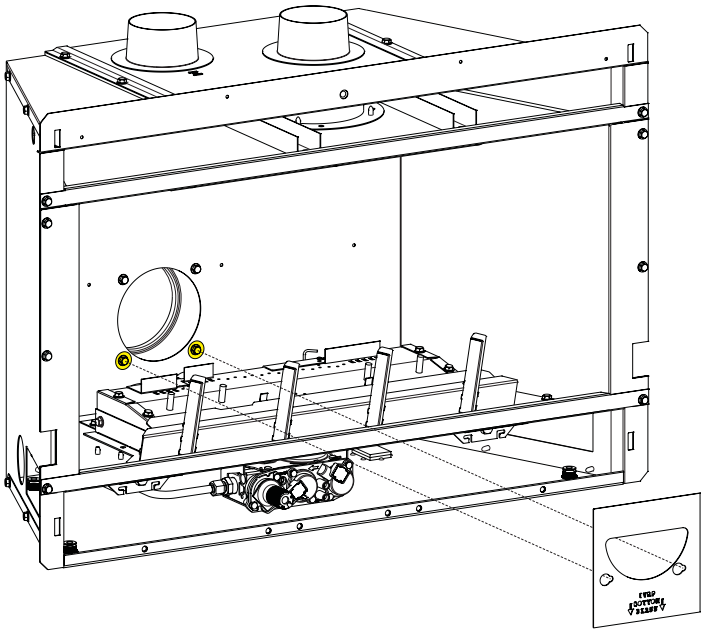

Figure 14
4. Loosen the two bottom screws that secure the inlet air duct collar at the rear of the firebox. **See Figure 14.**
5. Place the inlet air restrictor plate over the air intake opening. Align the plate with the loosened screws, shift the plate on the keyhole slots, then retighten the two screws. See **Figure 14** for locating the inlet air duct opening.